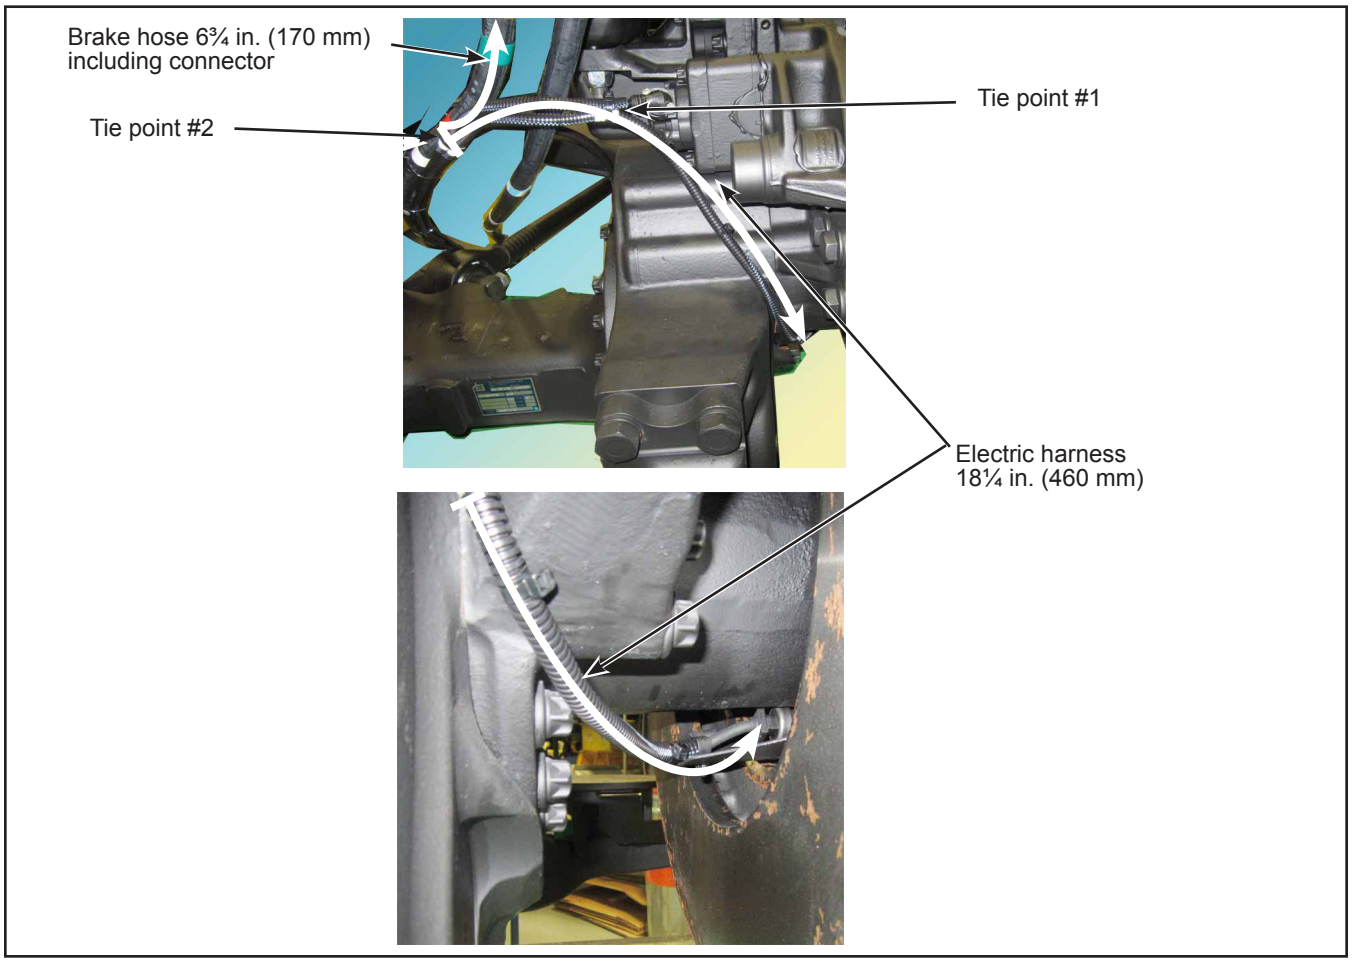

Figure 21 - Curb Side Electrical Harness Routing
2.31. Mark the electrical harness at the position indicated in Figure 21.
2.32. Mark the brake hose at the position indicated in Figure 21.
2.33. Affix the electrical harness to the other electrical harness at tie point#1 with a tie wrap. See Figure 21.